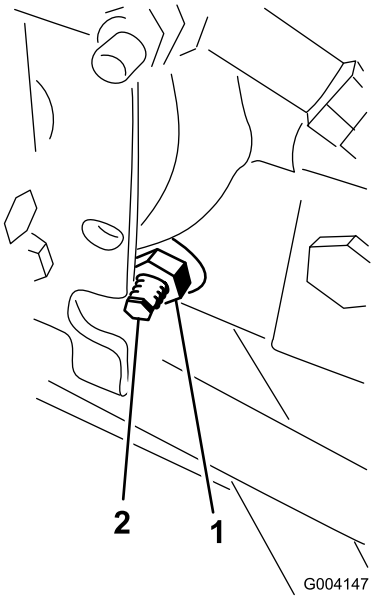

Figur 66
3. Lossa låsmuttern på hjuldrivningens justeringskam på höger sida av hydrostaten (Figur 66).